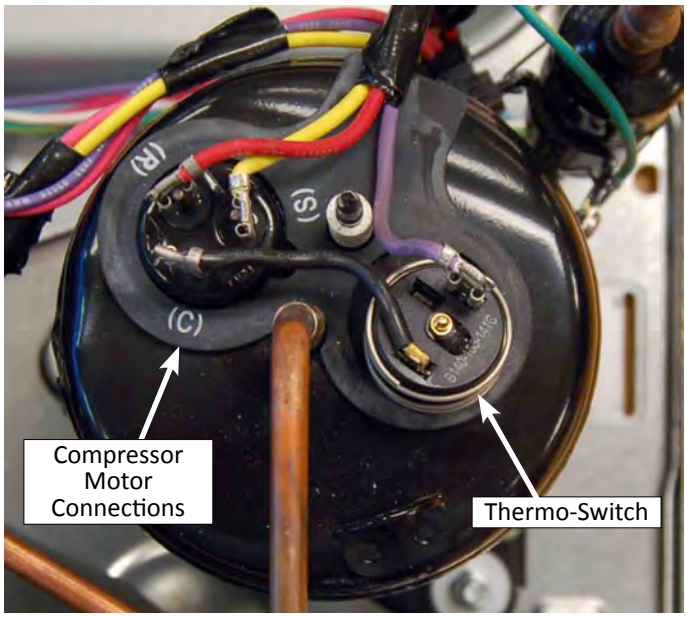

Figure 1 - Compressor Connections/Thermo-Swtich
8. Remove the compressor cover and check for continuity across the thermo-switch on the compressor (see Figure 1).
9. Remove the compressor cover and remove all three (3) motor wires; Common (C)=Black, Run (R)=Red, Start (S)=Yellow). See Figure 1.